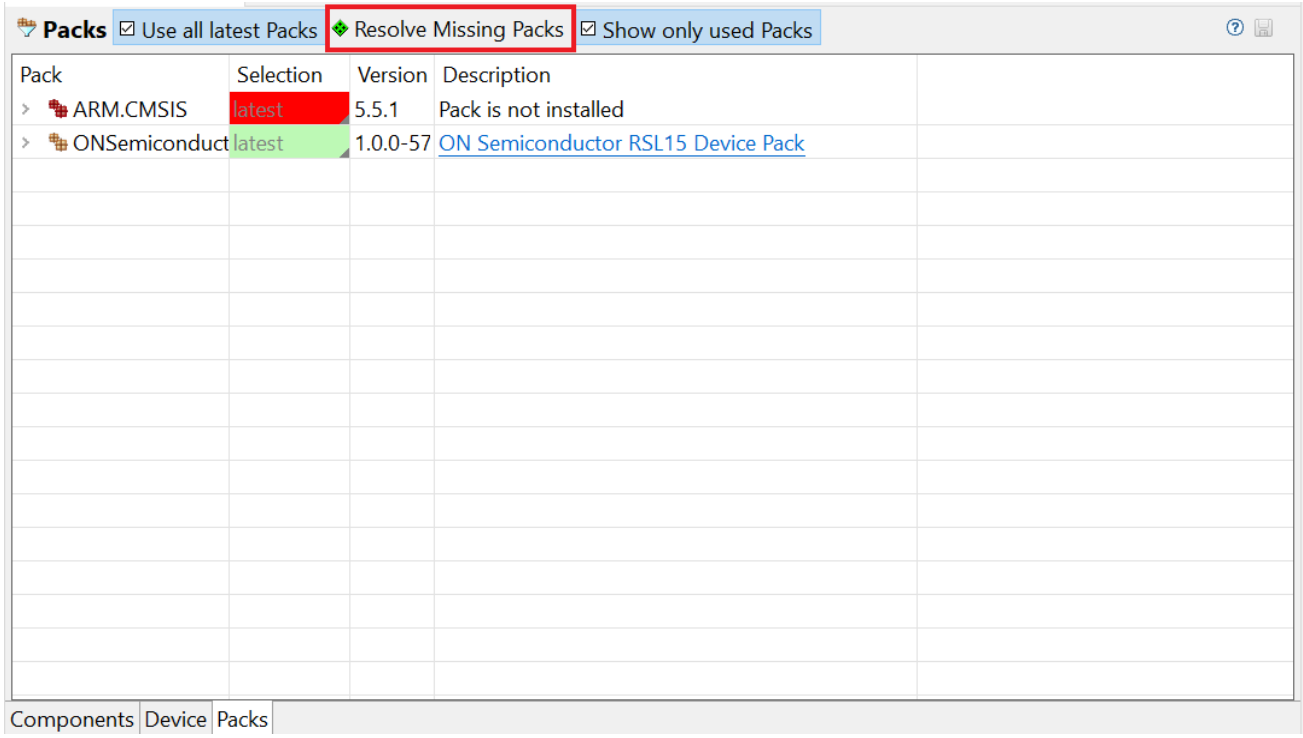

Figure 45. Resolve Missing Packs Icon
3. Open the **.rteconfig* file; in the **Packs** tab, select the **Resolve Missing Packs** button (see the "Resolve Missing Packs Icon" figure (Figure 45)).